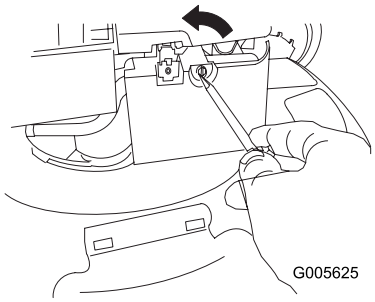

Figur 29
1. Använd en skruvmejsel för att öppna luftfilterskyddet (Figur 29).